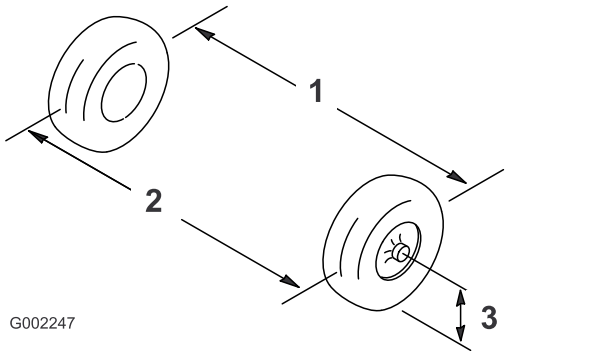

Bild 101
2. Messen Sie den Abstand zwischen beiden Vorderreifen auf Achshöhe (an der Vorder- und Rückseite der Vorderreifen) (Bild 101).